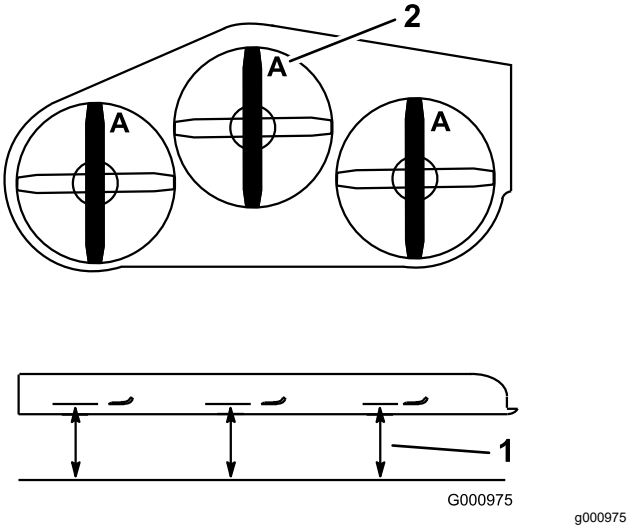

Figura 75
2. Mida desde una superficie nivelada hasta el filo de corte, posición **A**, de las cuchillas (Figura 75).